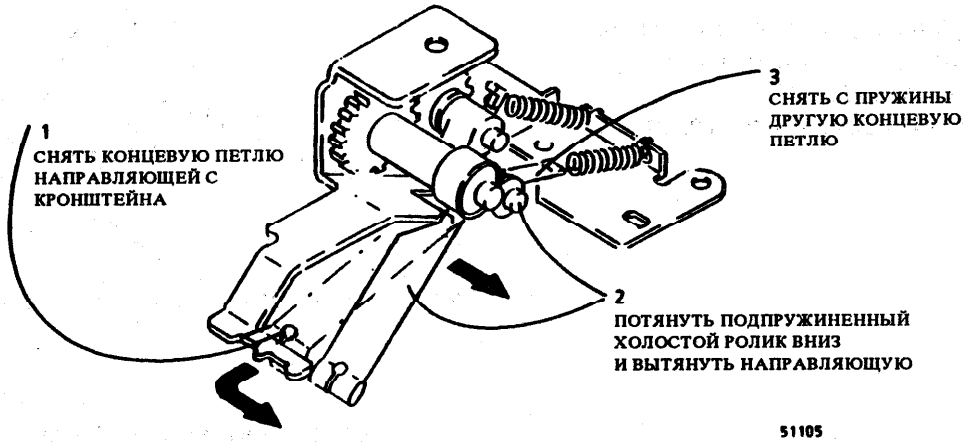

Рис. 2. Снятие направляющей узла отделения
3. (Рис. 2): при необходимости снять направляющую узла отделения с узла.